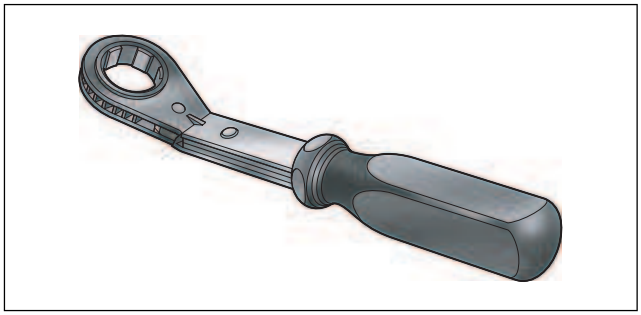

Figure 3-23. Engine Rotation Wrench (Part No. HD-47257)
c. With engine mounted in engine stand - Obtain the ENGINE ROTATION WRENCH (HD-47257). See Figure 3-23. Install tool on sprocket shaft and rotate in a counterclockwise direction until the base circle is found. See step 6(d) to find the base circle.